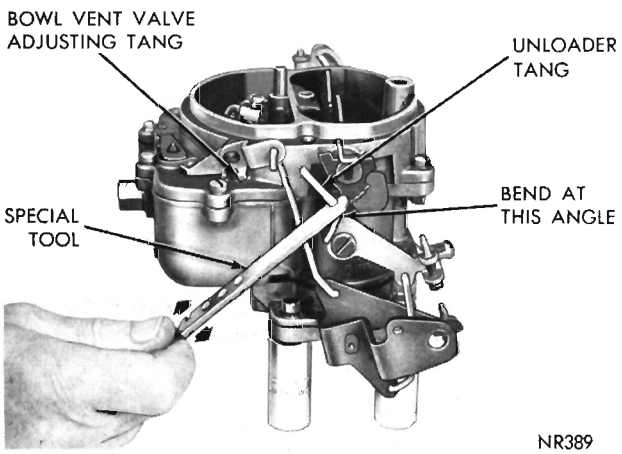

Fig. 13—Bending Choke Unloader Tang
(2) With a finger lightly pressing against shaft lever, a slight drag should be felt as drill is being withdrawn. If an adjustment is necessary, bend unloader tang on throttle lever until correct opening has been obtained. (Fig. 13). (Use Tool T-109-22.)